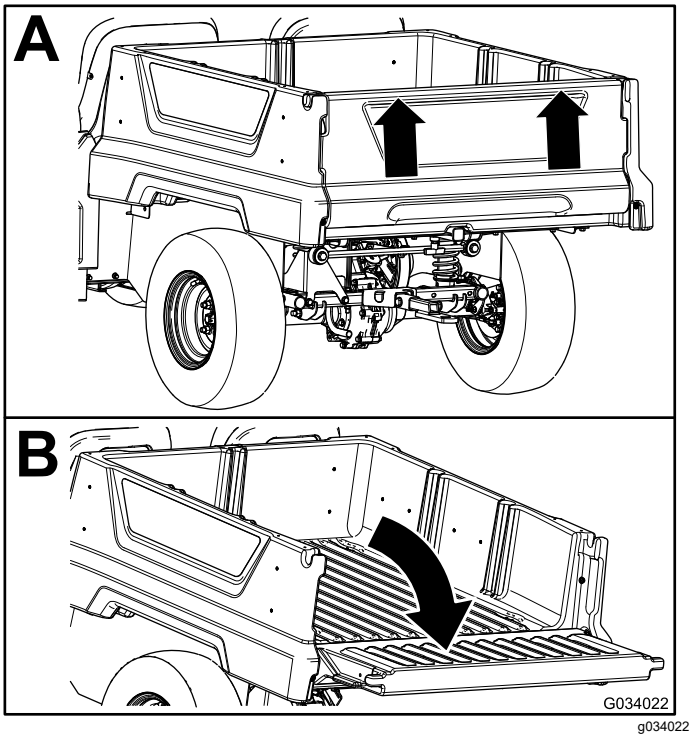

Figur 13
2. Sätt båda händerna på greppet nära flakskyddets ovansida och fäll upp flakskyddet (Figur 13).
3. Fäll ned flakskyddet tills det är i nivå med lastflakets botten (Figur 13).